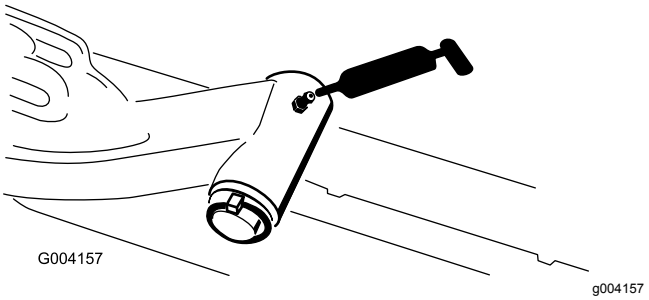

Figur 78
- Lyftarmens svängaxel (1 var) (Figur 78)